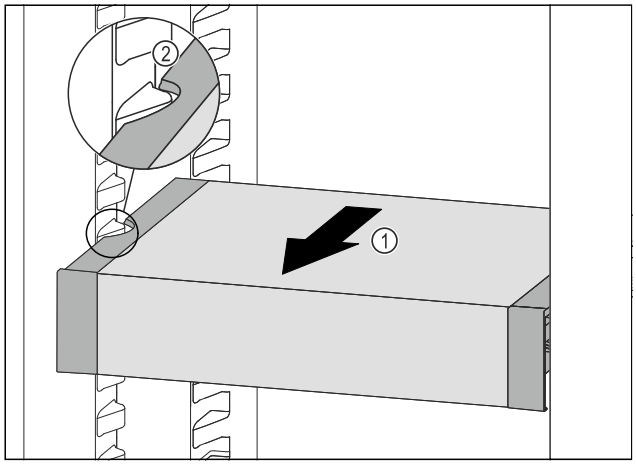

Fig. 170
▶ Pull VarioSafe forwards *Fig. 170 (1)* until the recesses in the side of the VarioSafe are at the level of the support rib in the fridge section. *Fig. 170 (2)*